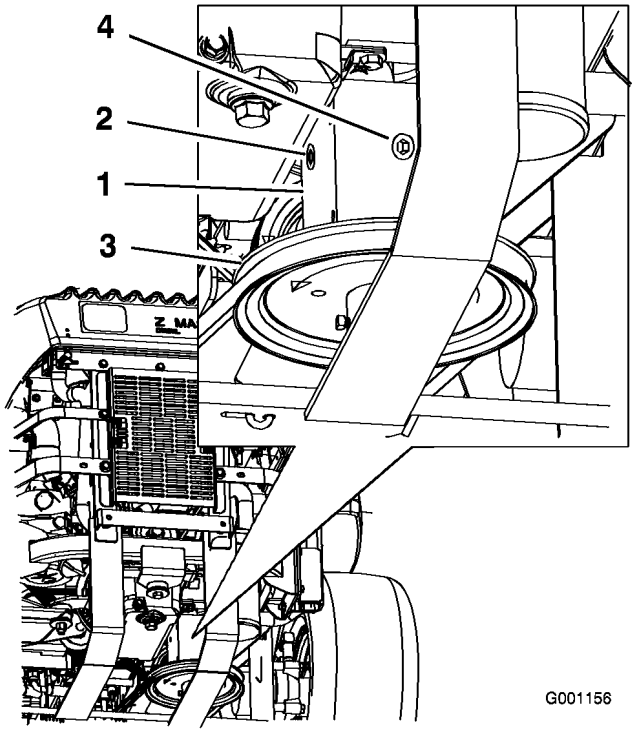

Figur 52
4. Ta bort pluggen på växellådans sida eller baksida (Figur 52).